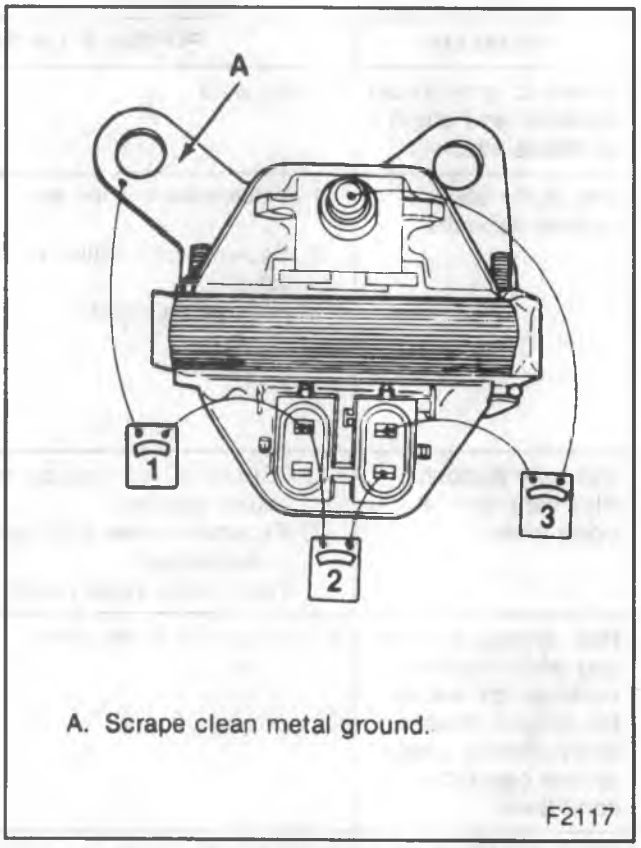

Figure 6—Testing the Ignition Coil
2. Connect an ohmmeter as shown in figure 6, step 1. Use the high scale. The reading should be infinite. If not, replace the coil.